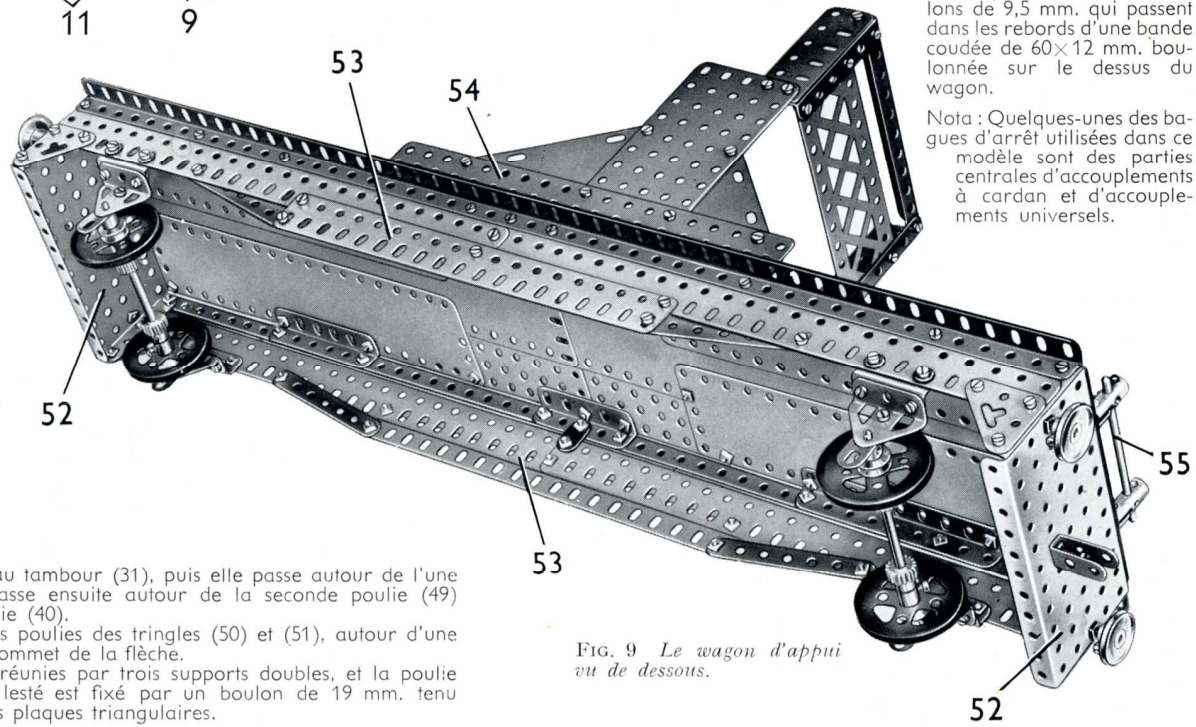

FIG. 9 *Le wagon d'appui vu de dessous.*
Le wagon d'appui « protège flèche » (Fig. 9)
Le dessus du wagon se construit en réunissant les extrémités de deux cornières de 49 trous par des plaques à rebords de 14×6 cm. (52). Le dessus est recouvert par deux plaques-bandes de 25 trous au centre, et deux plaques-bandes de 19 trous de chaque côté. Au milieu, deux plaques sans rebords de 14×9 cm. sont boulonnées aux extrémités des plaques-bandes (fig. 9) et elles sont réunies aux côtés par des cornières de 5 trous. Les plaques-bandes de 19 trous sont tenues par des cornières de 6 et de 9 trous boulonnées sur les cornières de 49 trous. Chacun des côtés du wagon est prolongé vers le bas par deux poutrelles plates de 25 trous. Ces pièces sont boulonnées sur les plaques à rebords (52) et sont renforcées par des grands goussets d'assemblage, et au centre elles sont réunies par un support plat à la cornière de 49 trous. Une poutrelle plate de 19 trous (53) est boulonnée sur chacun des côtés.
Les roues sont des poulies de 5 cm. qui pivotent sur une tringle de 13 cm. qui passe dans des bras de manivelles doubles boulonnés sur des embases triangulées coudées. Ces dernières sont tenues par des cornières de 3 trous fixées sur les poutrelles plates (fig. 9). Chaque roue est tenue écartée du bras de manivelle double par une poulie folle de 12 mm., et elle est bloquée par un pignon de 19 dents. Les tampons sont des poulies de 25 mm. fixées sur des chevilles filetées boulonnées dans les plaques à rebords (52).